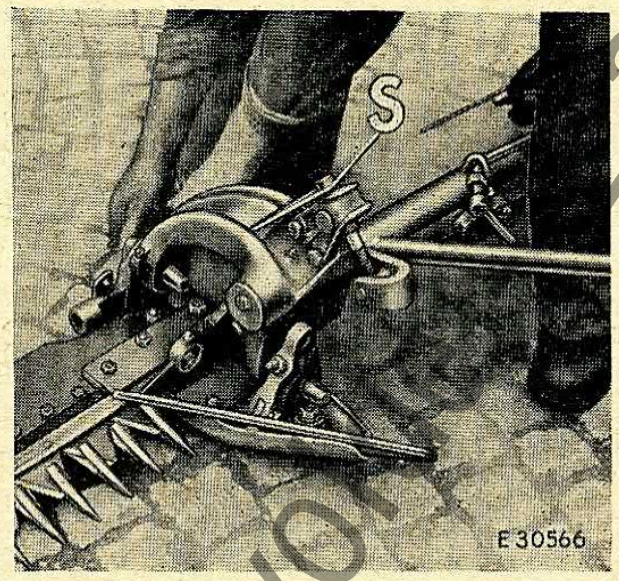

Bild 27
7. **Die Kippstellung** wird durch die am Ärmelgelenk angebrachte Spindel (S, Bild 27) mit Federbügel eingestellt. Durch Linksdrehen heben sich die Finger und durch Rechtsdrehen senken sie sich.